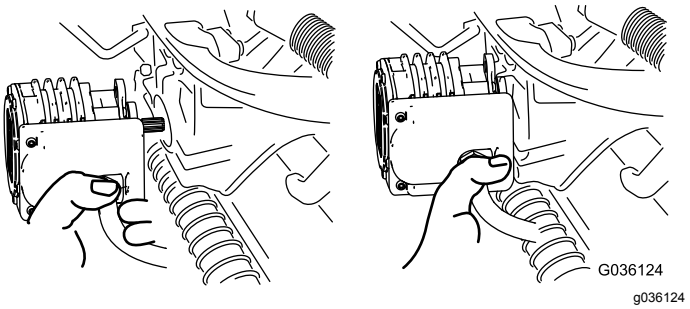

Figur 52
4. Flyt motoren hen i opbevaringspositionen foran på affjedringsarmen (Figur 52).